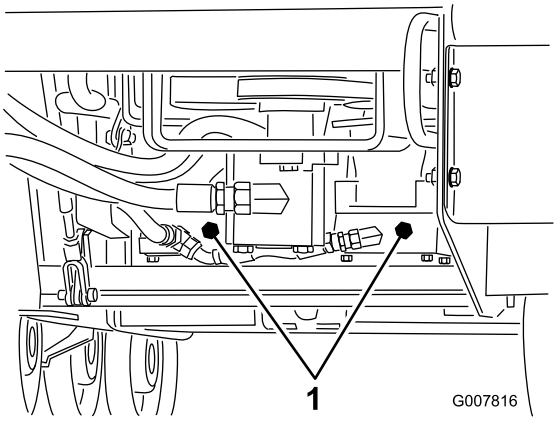

Bild 22
3. Drehen Sie die Schleppventile auf der Hydraulikölpumpe mit einem Schraubenschlüssel zweimal nach links (Bild 22).